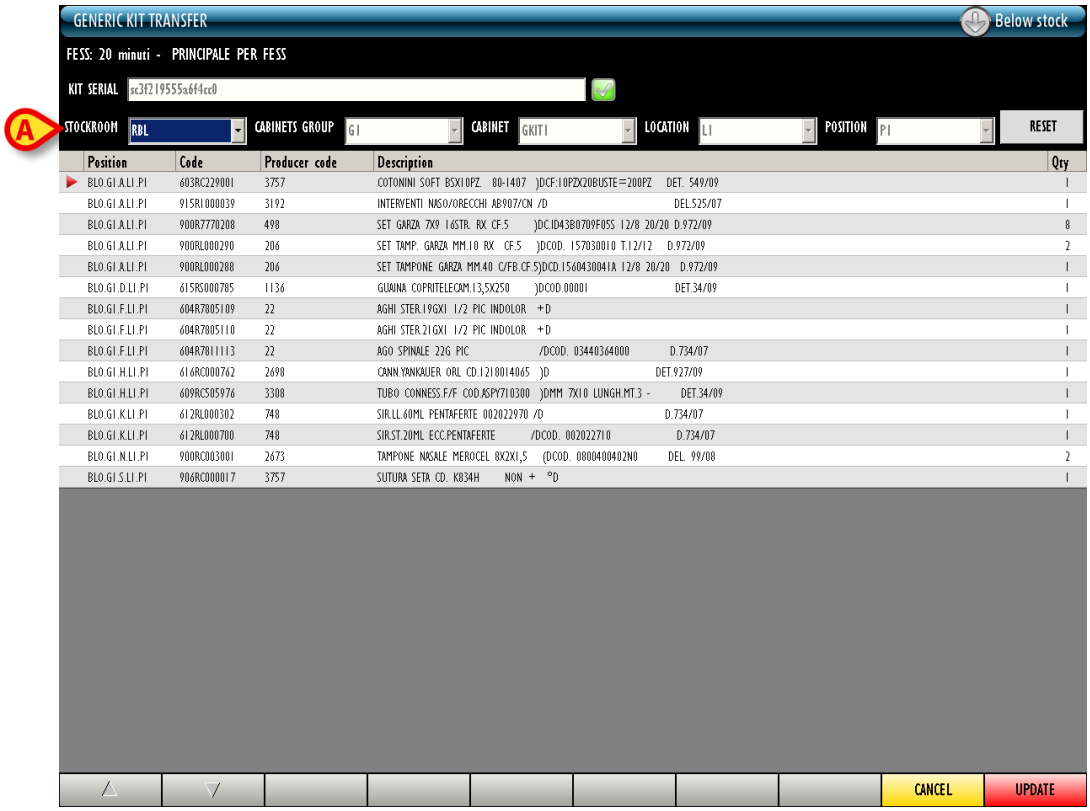

Fig 250
- Specify the destination stockroom in the field indicated in Fig 250 **A**.
The screen changes to display the list of resources that will be transferred (Fig 250).
- Specify, in the “Cabinet group”, “Cabinet”, “Location”, “Position” fields (indicated in Fig 250 **A**) the kit’s new destination. If the fields are not enabled it means that only one destination is available.